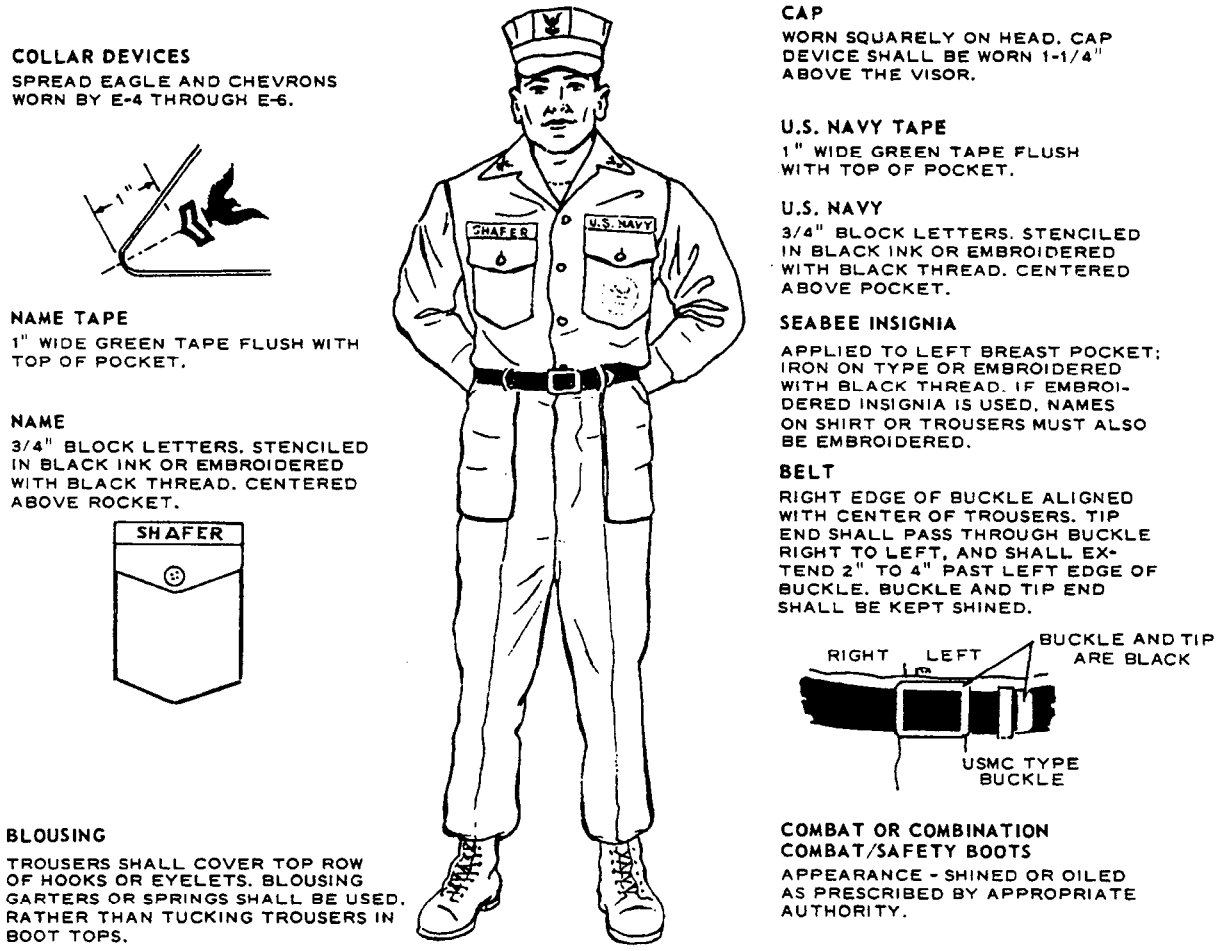

Figure 2-1.—Olive green utility uniform.
1. Utility shirts. When these shirts are issued, a 1-inch-wide green tape must be sewn above each pocket flush with the pocket seam. These tapes are the full width of the pocket, except that some personnel with long surnames may require tapes wider than the pocket. In addition, an iron-on type of Seabee insignia must be applied to the center of the left breast pocket (fig. 2-1).
Chief petty officers wear the appropriate black CPO rank, collar devices centered 1 inch from each edge of the collar wings. other petty officers wear a spread eagle and a series of black chevrons according to the rate of the individual. These are worn 1 inch from the point of the collar wing along the axis of a line bisecting the angle of the collar point with the eagle of the chevron facing inboard (fig. 2-1). Nonrated personnel do not wear collar or cap devices.
The utility uniform is worn as described below (fig. 2-1). Clothing may be tailored slightly to ensure proper fit, but formfitting tailoring, such as "pegging" or narrowing of the trousers, is not permitted
Construction Ratings (Seabeds) and non-occupational field 13 personnel serving with the NCF. The belt should be worn with the right edge of the buckle aligned with the center of the trousers and with the metal-tipped end passing through the buckle to your left, approximately 2 to 4 inches (fig. 2-1). The metal-tip and buckle are black.